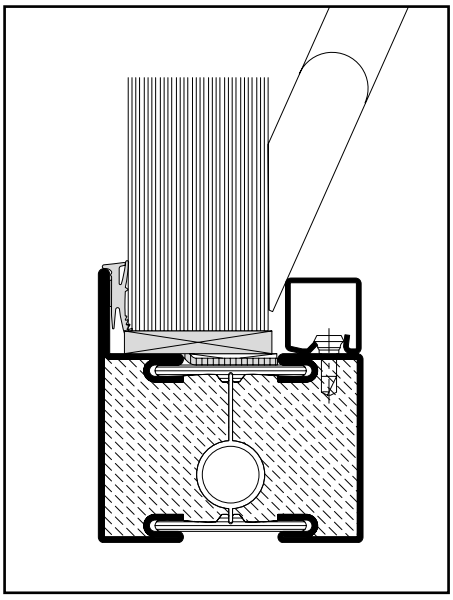

Abb. 16 / Fig. 16 / Fig. 16
- Glaselement mittels Klotzungshebel vorsichtig an die äussere Anschlagdichtung drücken (Abb. 16).
- Presser le vitrage contre le joint extérieur à l'aide du levier de calage (fig. 16).
- Using a pad lever, press the glazing element against the outer glass contact weatherstrip (fig. 16).